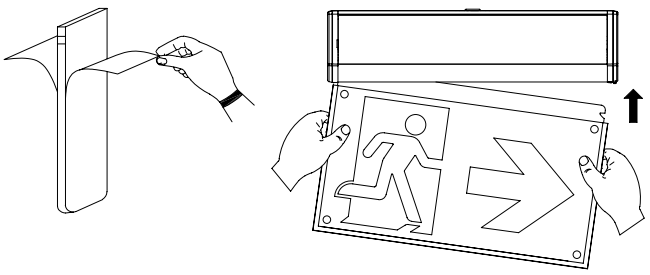

Fig. 8
8. Peel off protection films from the pictograms. Insert the pictogram panel into the main body assembly gently. Notice that the arrow direction needs to match the direction of the escape route. Change the pictogram if the exit sign is needed without an arrow (See Fig.8).
8. Retirez les films de protection des pictogrammes. Insérez délicatement le panneau de pictogrammes dans le corps principal. Veillez à ce que le sens de la flèche corresponde à la direction de l'issue de secours. Remplacez le pictogramme si le panneau de sortie doit être utilisé sans flèche (voir fig. 8).